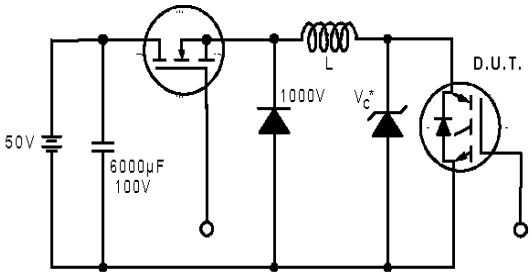

Figure 19. Clamped Inductive Load Test Circuit
② V_{CC}=80%(V_{CES}), V_{GE}=20V, L=10µH, R_G= 5.0Ω (figure 19)
③ Pulse width ≤ 80µs; duty factor ≤ 0.1%
④ Pulse width 5.0µs, single shot